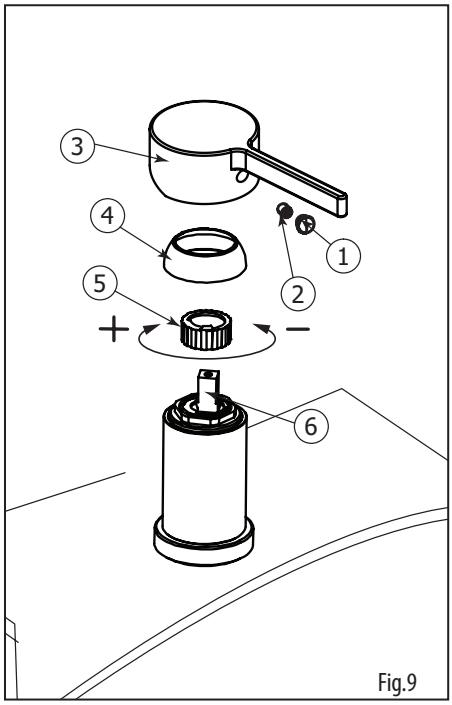

Fig.9
Remove the decorative cap (1), the set-screw (2) and the handle (3) (fig.9).
Retirer le capuchon décoratif (1), la vis de retenue (2) et la poignée (3) (fig.9)